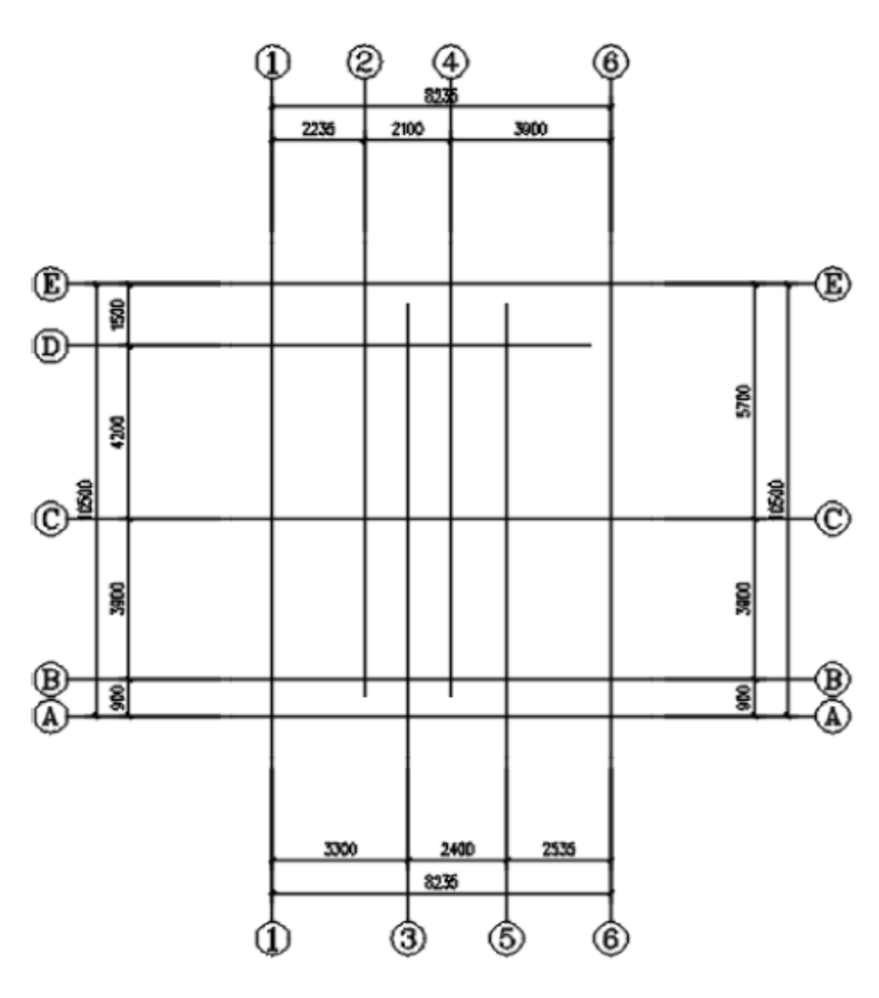
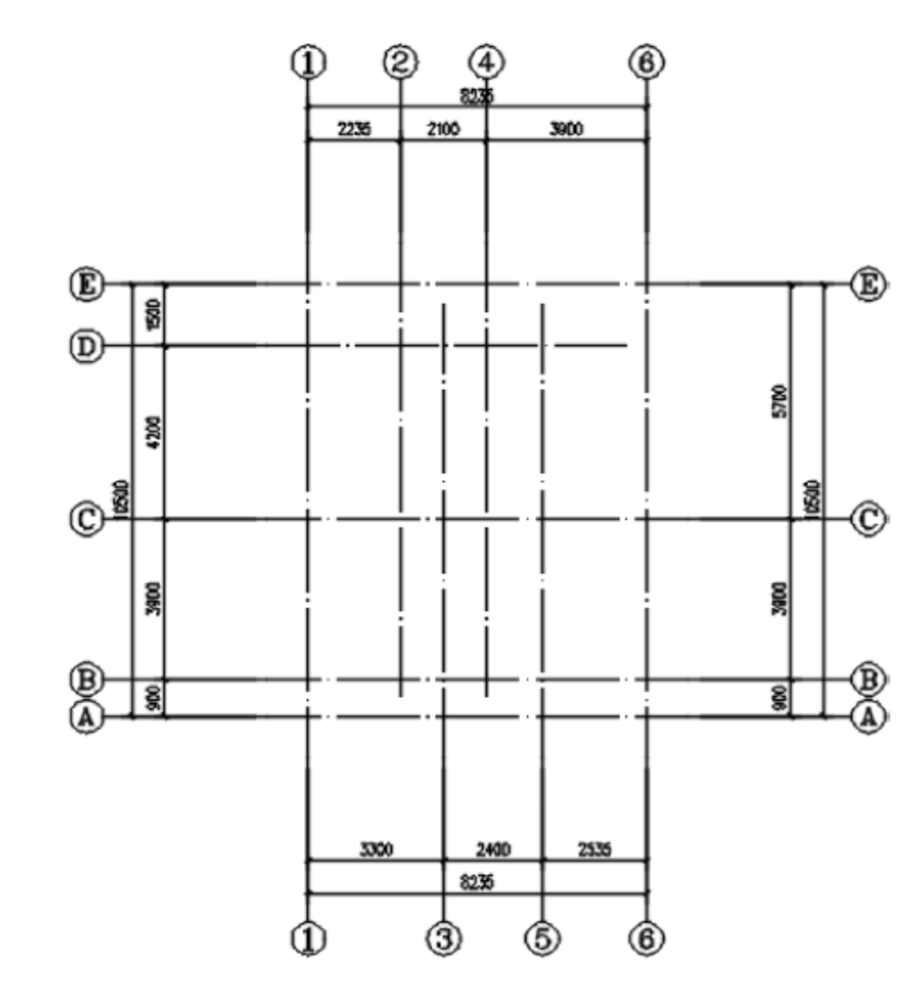

图 2-23　正交轴网
图 2-24　轴改线型
线型改变前如图 2-23 所示，线型改变后如图 2-24 所示。
(1) 单击菜单中"轴网柱子"→"轴改线型"命令，将轴线由实线转为点划线线型，结果如图 2-23 所示。